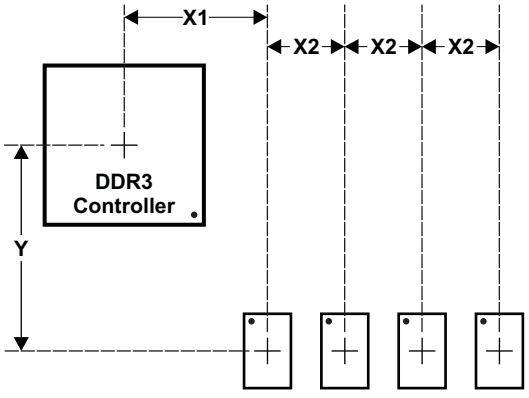
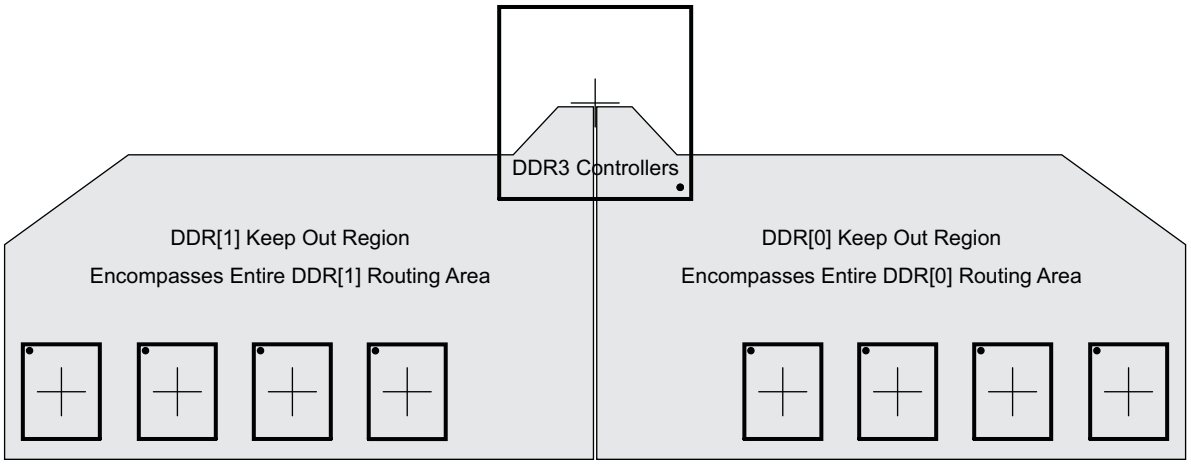

Figure 8-15. Placement Specifications
Figure 8-16. DDR3 Keepout Region
Figure 8-15 shows the required placement for the processor as well as the DDR3 devices. The dimensions for this figure are defined in Table 8-19. The placement does not restrict the side of the PCB on which the devices are mounted. The ultimate purpose of the placement is to limit the maximum trace lengths and allow for proper routing space. For a 16-bit DDR memory system, the high-word DDR3 devices are omitted from the placement.
(1) For dimension definitions, see Figure 8-15.
(2) Measurements from center of processor to center of DDR3 device.
(3) Minimizing X1 and Y improves timing margins.
(4) w is defined as the signal trace width.
(5) Non-DDR3 signals allowed within DDR3 keepout region provided they are separated from DDR3 routing layers by a ground plane.
(6) Note that DDR3 signals from one DDR3 controller are considered *non-DDR3* to the other controller. In other words, keep the two DDR3 interfaces separated by this specification.
The region of the PCB used for DDR3 circuitry must be isolated from other signals. The DDR3 keepout region is defined for this purpose and is shown in Figure 8-16. The size of this region varies with the placement and DDR routing. Additional clearances required for the keepout region are shown in Table 8-19. Non-DDR3 signals should not be routed on the DDR signal layers within the DDR3 keepout region. Non-DDR3 signals may be routed in the region, provided they are routed on layers separated from the DDR signal layers by a ground layer. No breaks should be allowed in the reference ground layers in this region. In addition, the 1.5-V DDR3 power plane should cover the entire keepout region. Also note that the two DDR3 controller's signals should be separated from each other by the specification in Table 8-19, item 5.